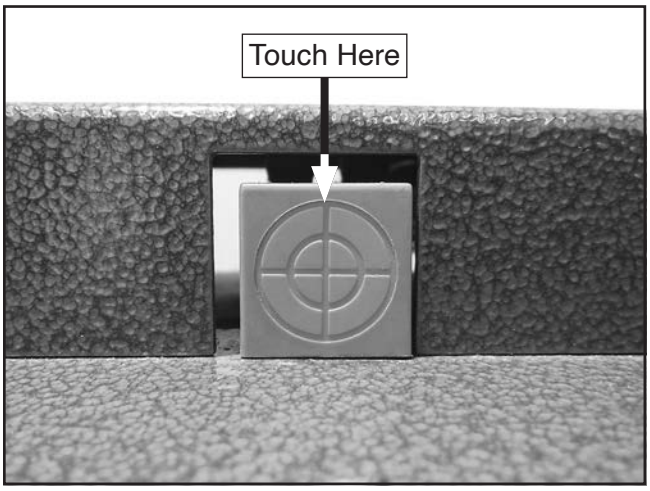

Figure 44. Limit switch target.
3. Touch each limit switch target with a scrap piece of iron or steel (see **Figure 44**).